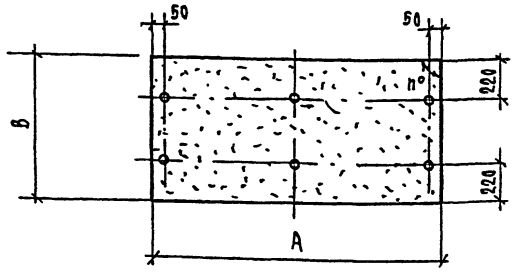

Рис. 2
1. Для панелей П03 (2 шт) на рис. 2 угол срезать по размерам со знаком*
2. На рис. 2 пунктиром показан контур стандартного листа (см. размеры П01, П02)